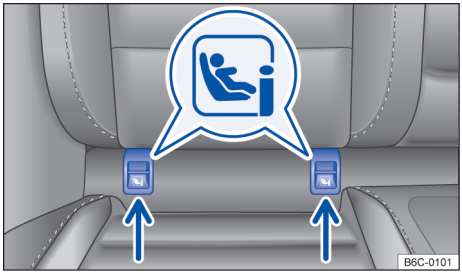

Fig. 42 No banco do veículo: identificação dos pontos de ancoragem inferiores para cadeiras de criança.
Os **2** olhais de retenção para cada cadeira de criança dotado do sistema ISOFIX podem ser acessados através das fendas existentes no revestimento do assento do banco traseiro → Fig. 42.
– Encaixar a cadeira de criança nos olhais de retenção → Fig. 42 no sentido da seta. A cadeira de criança deve engatar de forma segura e audível (click).
– Colocar a cadeira de criança sobre a superfície do banco e prender os ganchos dos cintos de fixação nos olhais de retenção → Fig. 42, caso os cintos de fixação sejam fornecidos junto com a cadeira de criança.